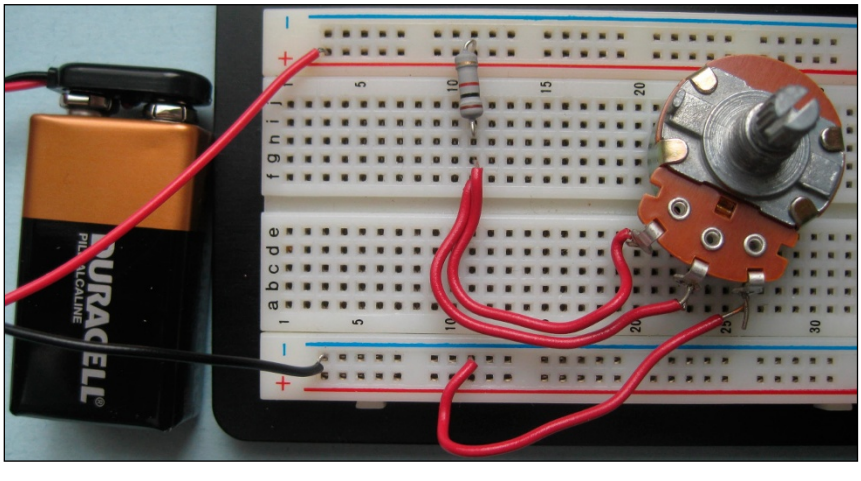

Figura 6-5: Su placa de pruebas sin soldadura realiza las conexiones entre los componentes en este sencillo circuito en serie.
3. Construya el circuito utilizando la Figura 6-5 como guía.